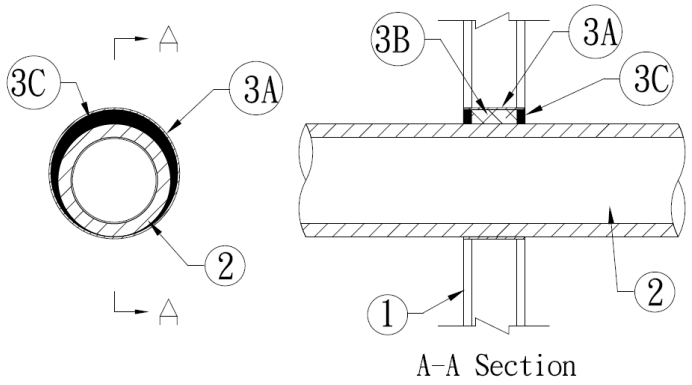

Figure 1. Through Penetration Firestop System
1. **SUPPORTING CONSTRUCTION:** Refer to Figure 1. Opening size shall be 4 in. larger than the OD of the uninsulated penetrating pipe. Create a round through-opening in a symmetrical, Code-conforming, 1 hour fire-rated wall assembly consisting of the min. construction features of one of the following options: